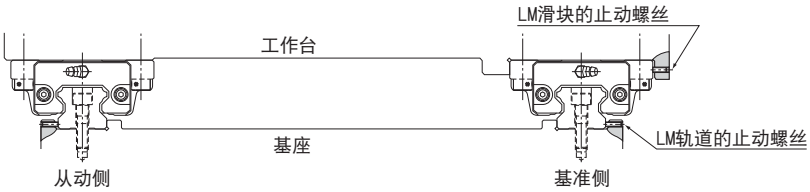

图1 机械中有振动冲击作用时
(1) 将工作台轻轻放置在LM滑块上，不完全锁紧安装螺栓。
(2) 通过止动螺丝将LM滑块的基准侧与工作台侧面基准面接触，使工作台定位。(参照 A-340 图1)
(3) 全锁紧基准侧和从动侧的装配螺栓，完成安装。